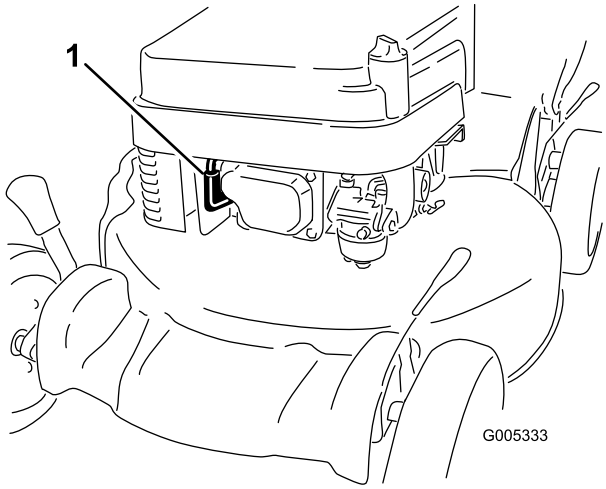

Figur 11
1. Anslut tändkabeln till tändstiftet (Figur 11).